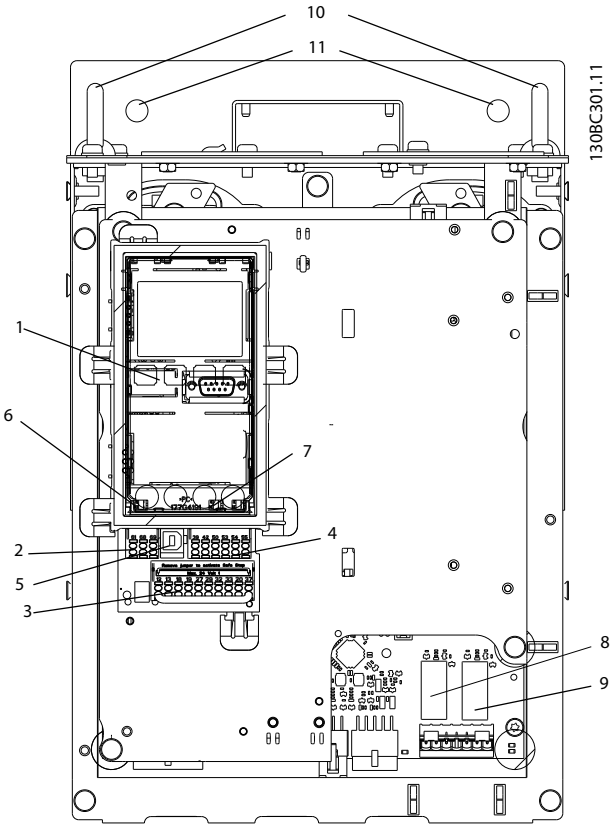

Ilustración 9.56 Ubicación de los conectores de relé, pos. 8 y 9.
- Retire todos los conectores de relé marcados como «RELÉ». Consulte *Ilustración 9.56*.